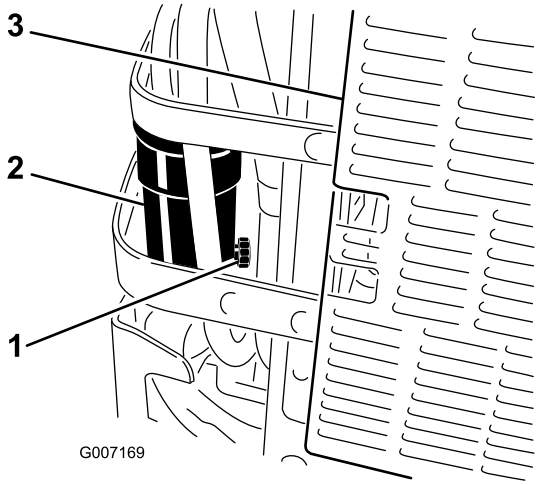

Figuur 51
6. Open de aftapklep op de waterafscheider ongeveer één slag om water en andere verontreinigingen weg te laten lopen (Figuur 51).
7. Sluit de aftapklep als er dieselbrandstof naar buiten komt (Figuur 51).